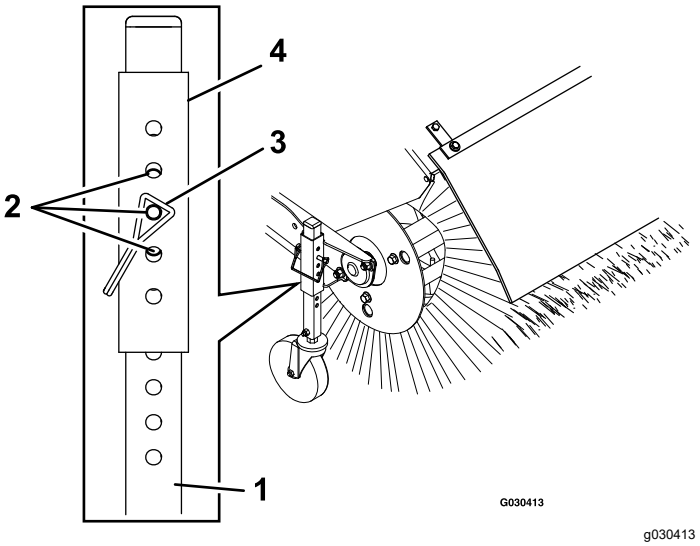

Figure 9
3. Pour régler la hauteur de la brosse, retirez et conservez la goupille du manchon de réglage et du tube de la roue pivotante (Figure 9).
5. Pour effectuer des réglages plus précis, faites coulisser le manchon de réglage d'un trou à la fois vers le haut ou le bas sur le tube de la roue pivotante pour régler la hauteur de la brosse par paliers de 3 mm (Figure 9). Répétez les opérations 3 à 5 pour l'autre roue pivotante.